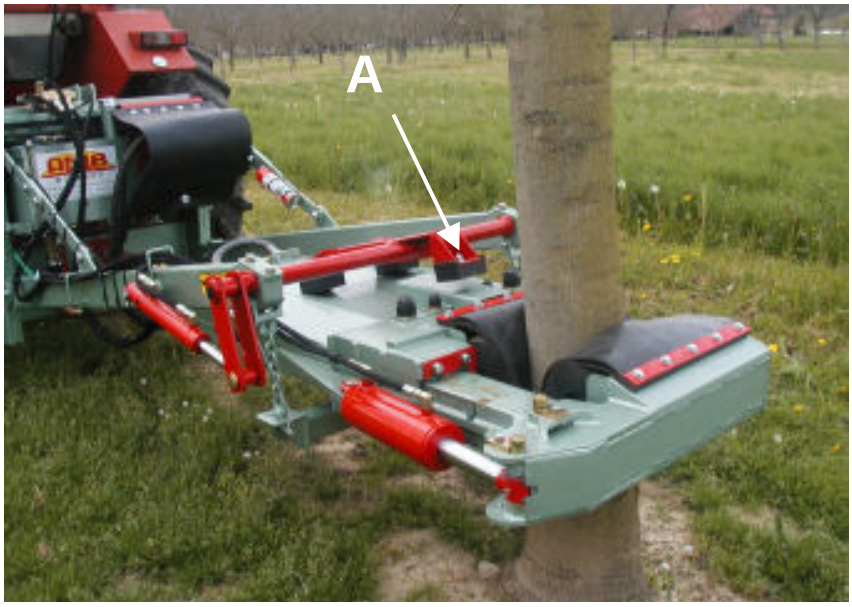

Figure 10
- Pour obtenir le meilleur résultat possible, il faut aligner le centre de l'arbre avec l'axe central de la machine. Celui-ci correspond au tube central de l'avion d'orientation (voir figure 10, repère A).